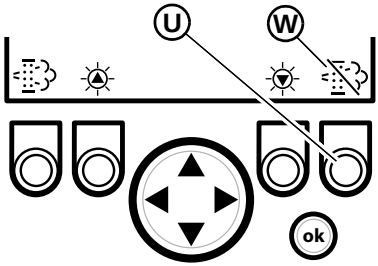

Figure 81 – Reset Regeneration Inhibit Button
To temporarily inhibit reset regeneration, hold down button (U, Figure 81) until the strikethrough in the Reset Regeneration symbol (W) turns to red.
Note: *The stationary regeneration request screen can be temporarily dismissed by pressing the reset regeneration inhibit button (U, Figure 81) for 3 seconds. Until the previous screen displays. The stationary regeneration request screen will return 1 minute after being dismissed, for as long as the request remains active.*